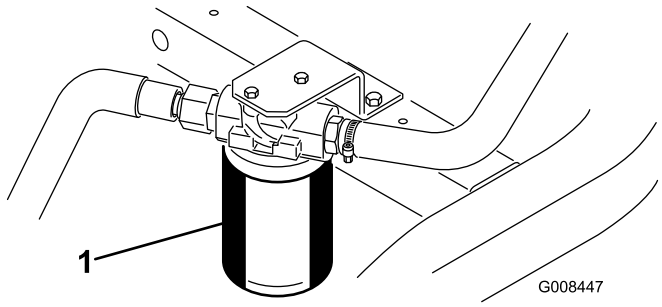

**Figur 51**
1. Rengjør området rundt der filteret skal festes (Figur 51). Plasser et tappefat under filteret, og ta ut filteret.